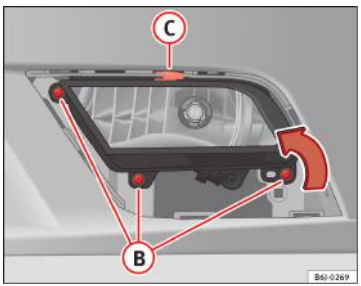

Fig. 159 Proiectoarele de ceață
– Îndepărtați bolțurile (3x) ⇒ fig. 159 Ⓑ pentru a scoate proiectorul de ceață.
– Scoateți clema metalică situată în partea superioară a proiectorului de ceață, trăgând spre exteriorul automobilului ⇒ fig. 159 Ⓒ. ■